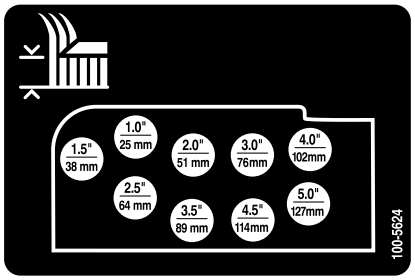

Рисунок 20
6. Закрепите цепи высоты скашивания в требуемом отверстии высоты скашивания (Рисунок 20) с помощью пальца с буртиком и шплинта.